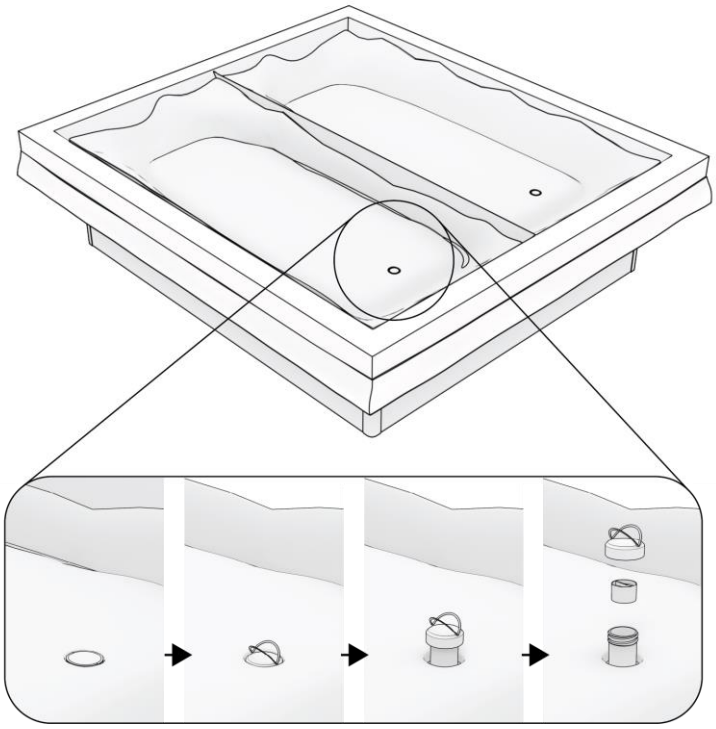

Abbildung 15: Positionierung der Wassermatratzen und Öffnen der Füllkappen.
Schritt 14. Falten Sie die Wassermatratze aus und legen Sie diese über die Sicherheitsfolie. Achten Sie darauf, dass sich die Füllkappen oben und am Fußende des Bettes befinden. Öffnen Sie die Verschlusskappen der Matratze, indem Sie diese mit einer Drehbewegung herausziehen. Danach kann die Kappe abgeschraubt und vom Verschluss entfernt werden, wie in Abbildung 15 dargestellt. Legen Sie die Verschlusskappe und den Stöpsel zu Seite.
Schritt 15. Achten Sie darauf, dass die Matratze gut über das Bett gespannt ist und keine Falten oder Knicke aufweist. Die Matratze sollte an den Ecken der Schaumstoffkanten und bei einem Duo an der Trennwand anliegen, wie in Abbildung 15 dargestellt.